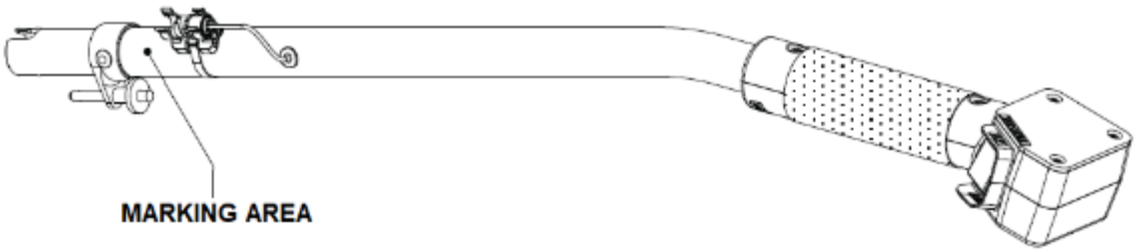

Figure 11 – Marking area - Tube
27. Refer to Figure 11. Strikethrough with a white permanent ink marker or remove with an abrasive pad the last digits (-041) of the co-pilot collective tube assembly P/N M207-20M302-041.